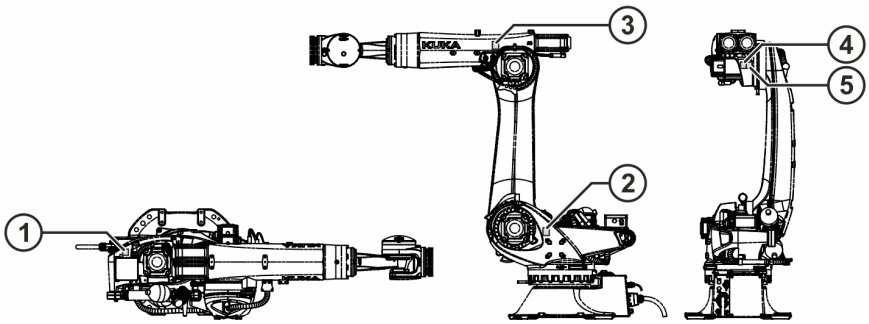

Fig. 11-3: Location of arrow adhesive labels, applicable to KR QUANTEC-2 and KR QUANTEC-2 K
4. Attach the arrow adhesive labels to the cast housing in the vicinity of the respective motors as shown in the illustration (>>> *Fig. 11-3*).